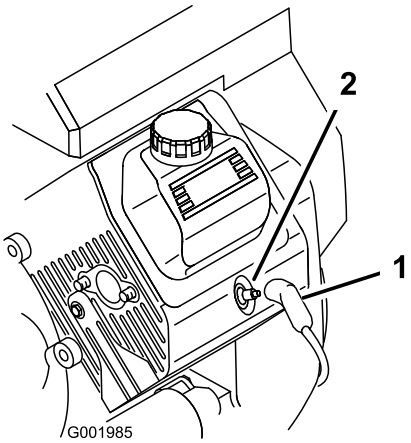

Figur 42
3. Dra av kablarna från tändstiften (Figur 42).
3. Skjut på kablarna på tändstiften (Figur 42).